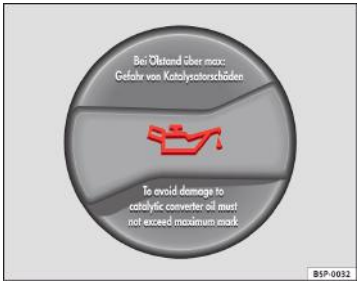

Fig. 134 În compartimentul motor: Buşonul orificiului de umplere cu ulei
– Desfaceți buşonul orificiului de umplere cu ulei ⇒fig. 134.